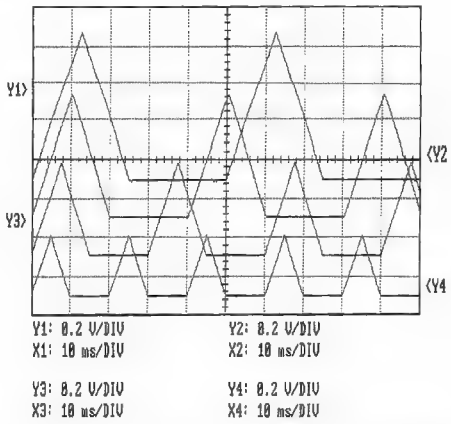

Bild 6: Oszillogramme zu Bild 3. Y1 bis Y4 Spannungsverlauf über dem Integrationskondensator C_2 bei unterschiedlichen Frequenzen f_e
liefert Gl. (5) bei f_e = 50 Hz eine Aussteuerung von $|\Delta U_{AN2.1}|$ = 0,69 V. Das Oszillogramm Y2 im Bild 6 bestätigt mit hinreichender Genauigkeit dieses Ergebnis.